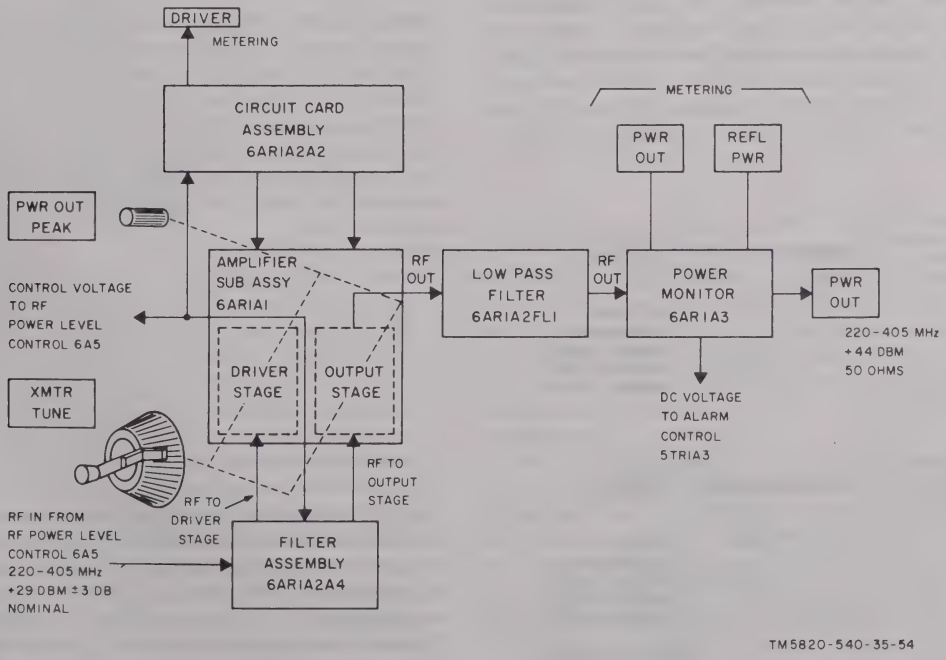

Figure 2-33. Radio frequency amplifier 6AR1, block diagram.
(2) Tuning the cathode and plate resonator cavities is accomplished by adjusting mechanically coupled plungers, ganged to the XMTR TUNE control. This control is also ganged to the variable tuned circuits in frequency multiplier assembly 6A2. Cavity output coupling is by capacitive probe; peaking is accomplished by adjusting the PWR OUT PEAK control on the front panel. This control is pushed in to engage the driver probe drive gears and pulled out to engage the output probe drive gears.
b. Block Diagram Analysis (fig. 2-33). The rf signal from rf power level control 6A5 is fed through the driver section of filter assembly 6AR1A2A4 into the cathode of driver tube V2. The filter assembly is used to prevent rf feedback to the power supply on the cathode dc line; it also provides impedance matching of the rf input line which would otherwise be mismatched by connecting the line to a dc point. V2 amplifies the rf signal by 13 db (to about 4 watts). The output of the driver tube is fed through the output section of filter assembly 6AR1A2A4 to the cathode of output tube V1, where the signal is amplified by a further 10 db. Filament and cathode supplies to the power amplifier tubes are also fed through filter assembly 6AR1A2A4. Filament voltages and cathode circuits for the two amplifier tubes are applied through adjustment and monitoring circuits in circuit card assembly 6AR1A2A2. Test points and potentiometers permit adjustment of circuits, and this assembly also contains a facility for monitoring the driver tube power. The rf signal from output stage V2 is fed into low pass filter 6AR1A2FL1 which attenuates all harmonics of the fundamental. The filtered rf signal is then fed through power monitor 6AR1A3 and the PWR OUT connector to the duplexer in the receiver rf head and on to the